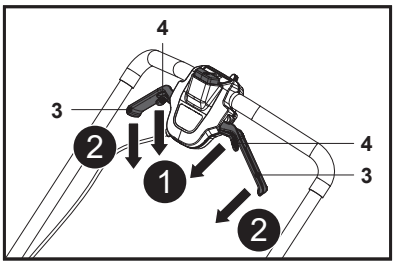

Fig. 19
1. Release the self-propelling levers (4) to stop self-propelling function (Fig. 19, step 1).
2. Release the start levers (3) to stop motor and cutting blade (24) (Fig. 19, step 2).
4. The work lamp (16) will be automatically turned off after approx. 10s.